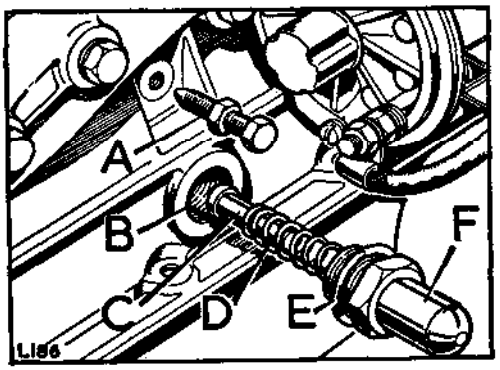

**Fig. A3-107. Oil pressure relief valve details**
1. Offer oil pump to housing, align pressure relief valve housing and the locating screw bore with the respective tappings in the engine block and fit the locating screw and locknut. Fig. A3-107 refers.
2. Fit the relief valve components to the pump, referring to Fig. A3-107 for assembly detail.